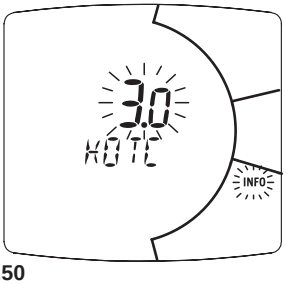

Figura 5.50
- Premere per più di 10 secondi il pulsante per entrare in modalità " Parametri Impianto" (Figura 5.50).
L'andamento della temperatura al variare dell'impostazione fatta con i tasti 19 e 20 per un **K 1,5** è illustrato nella Figura 5.50.